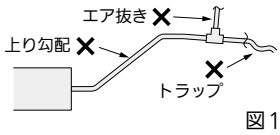

図 17
- 接続部より上り勾配で配管しないでください。（ユニット停止時、ドレン水が逆流して水漏れの原因になります）（図 17）
- エア抜き管は付けないでください。（ドレン水が吹き出ることがあります）（図 17）
- 途中に立上げやトラップを作らないでください。（異常音の原因になります）（図 17、19）